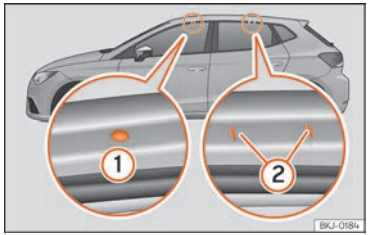

Fig. 142 Puntos de fijación de las barras longitudinales para el portaequipajes del techo
Los puntos de fijación delanteros y traseros (1) y (2) sólo pueden verse con las puertas abiertas ››› fig. 142.